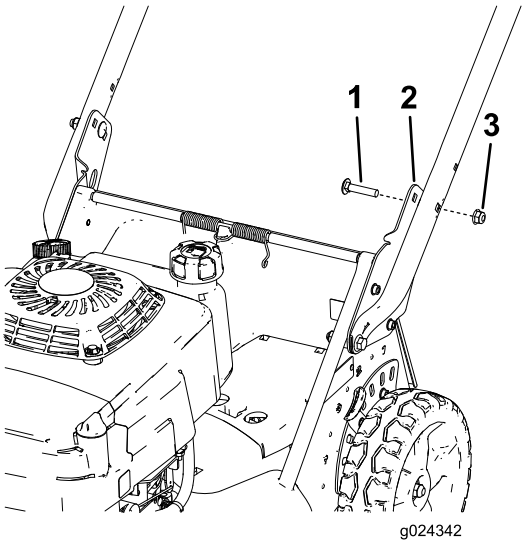

**Figuur 6**
2. Beugel van handgreep (2)
6. Bevestig de handgreep aan de handgreepbeugel als de handgreep de gewenste hoogte heeft; gebruik 2 slotbouten (5/16 x 1-1/2 inches) en 2 flensmoeren (5/16 inch), zie Figuur 6.